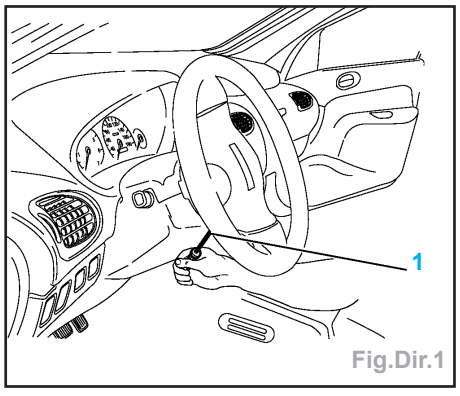

Fig.Dir.1
- Mettre le volant en position verticale pour rendre accessible le trou (1) (Fig.Dir.1).